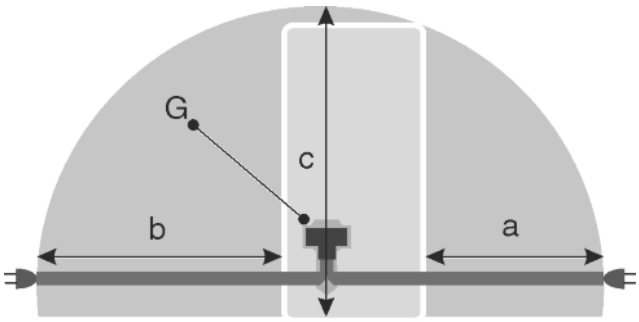

Fig. 19
- Розетка находится вне зоны задней стенки в данной зоне. *Fig. 19 (a, b, c)*
▶ Штекер устройства *Fig. 19 (G)* подсоединить с задней стороны устройства. Следить за правильной фиксацией.